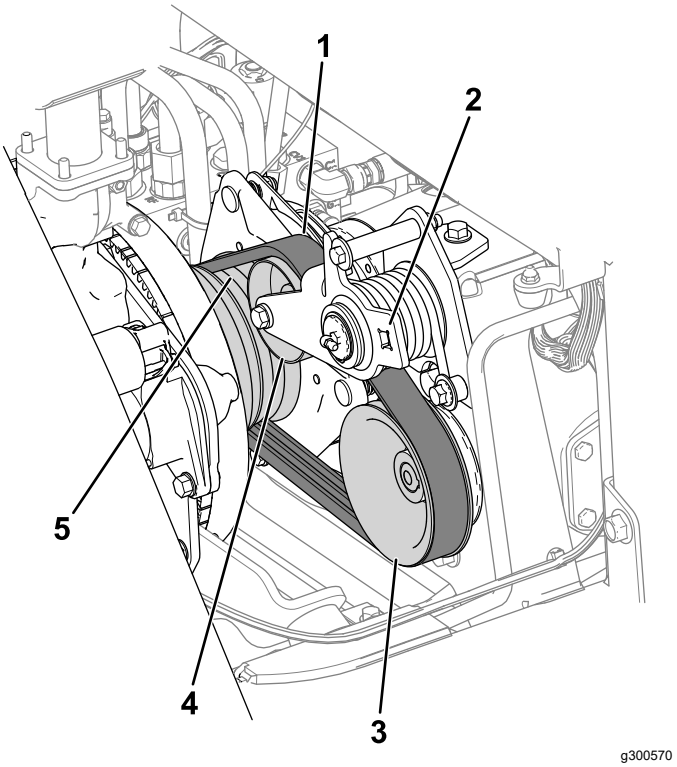

Figur 78
3. Før remmen på motorremskiven, styreremskiven og pumperemskiven (Figur 78).